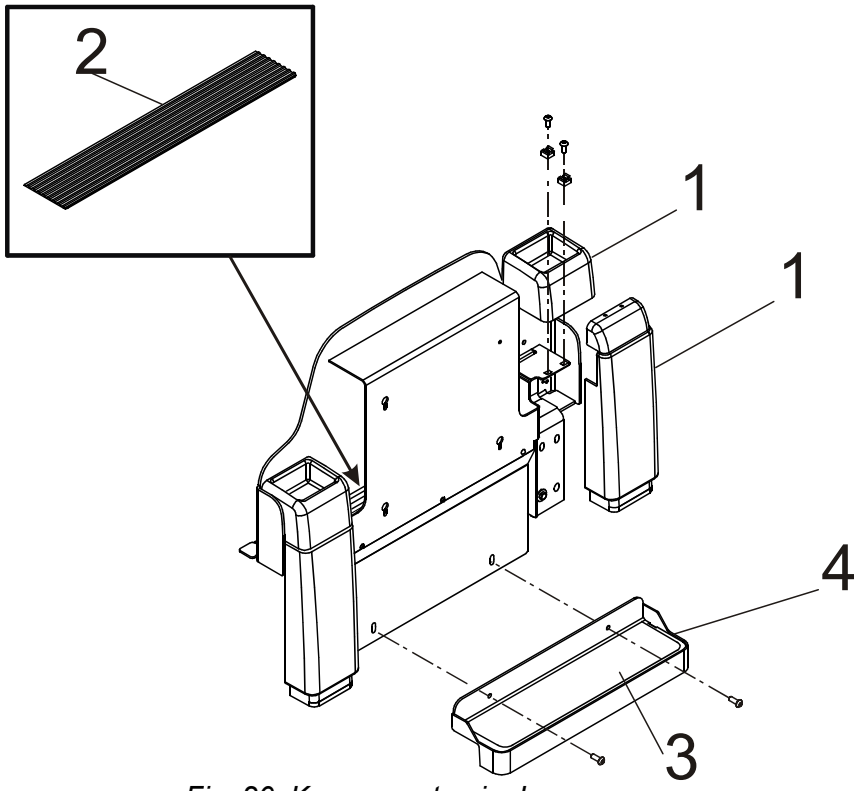

Fig. 20 Komponenten im Innenraum
- Entfernen Sie die Platten Fig. 20(1).
- Entfernen Sie den Teppich Fig. 20(2).
- Entfernen Sie den Schleuderschutz Fig. 20(3).
- Entfernen Sie den Fußtritt Fig. 20(4).